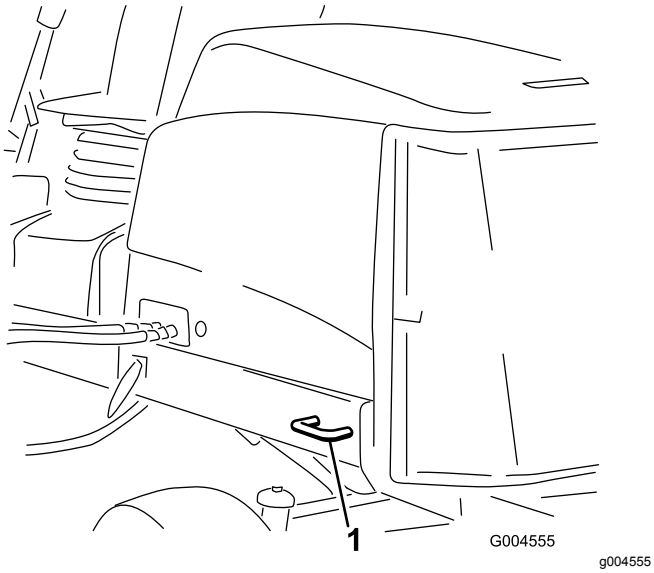

Figuur 69
- Achter – Beide zijden van het achterframe van de machine (Figuur 69)